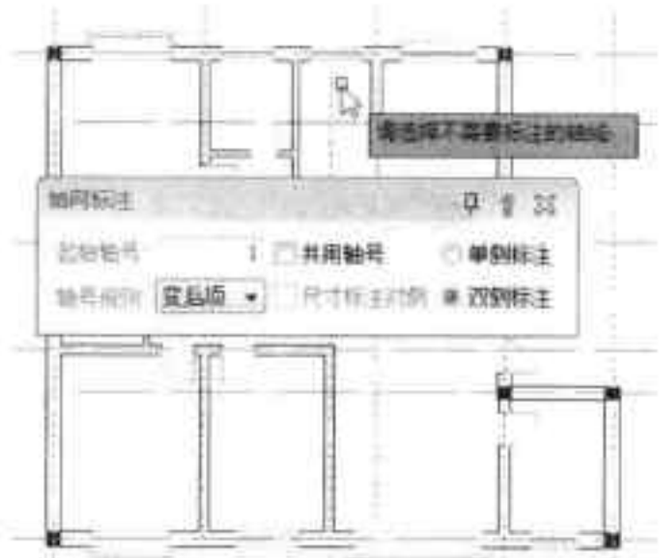

图17-72 选择无需标注的轴线
Step 04 此时要标注的轴线已被选中，用户可选择无需标注的轴线，如图 17-72 所示。